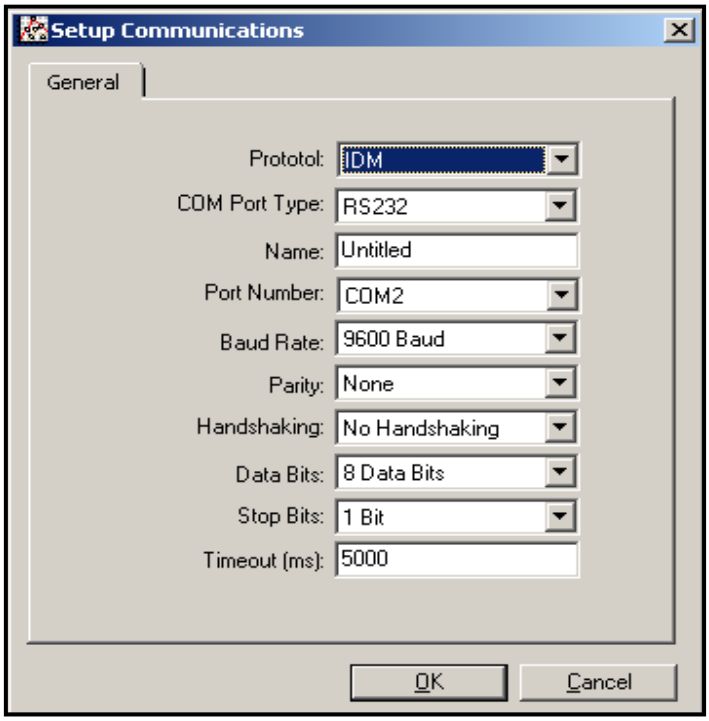

Figure 18: *Setup Communications* Screen
4. Click on the *"Communications Port"* option to select it. The *Setup Communications* screen appears similar to *Figure 18*.